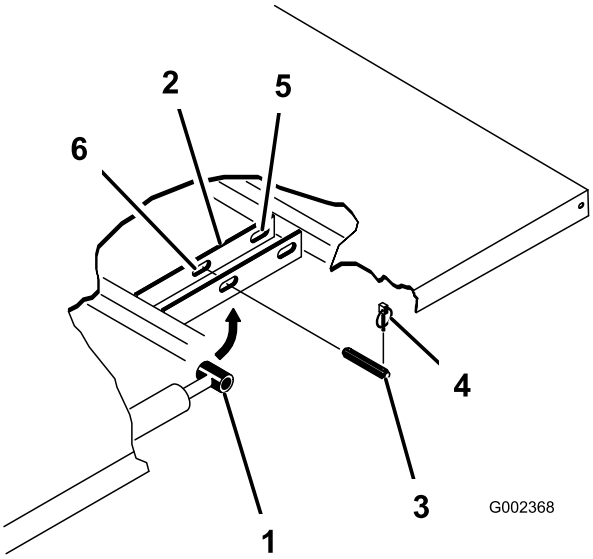

Figur 3
2. Tag ringstifterne af de yderste ender af cylinderstangens gaffelbolte (Figur 3).